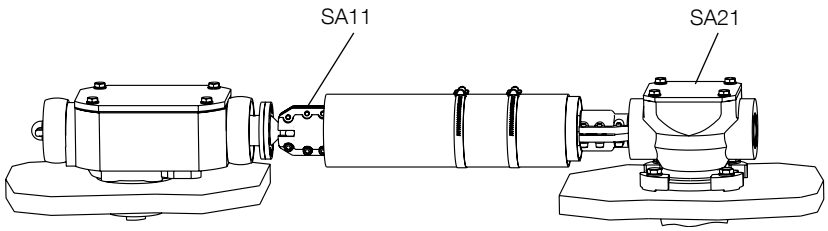

Fig. 58.
2. Connect the square shaft with the mounted coupling halves to the shaft of the bevel gear; see Fig. 58. Mount two coupling halves SA11 to the other end of the square shaft and the shaft of the other bevel gear. Push the shaft to the bottom of the fitting in the coupling halves; see Fig. 37. Tighten the screws lightly and check that the shaft can be moved approximately 2 mm in the axial direction (axial play).